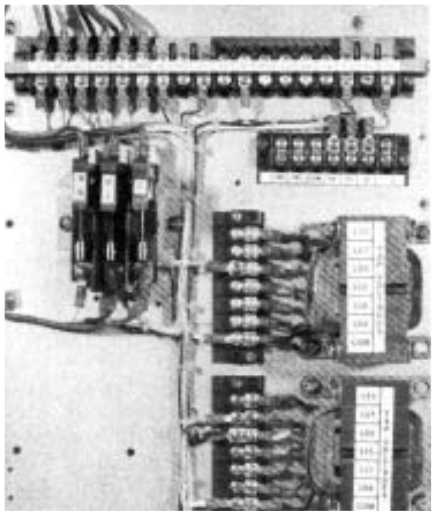

Figure 1-6.
3. The knife switches on the back panel should be set with the V_1 (potential switch) [and V_6 if present] open (pulled out), and the C (CT shorting switch) closed (pushed in). See Figure 1-6.
8. Close the SOURCE-LOAD (SL) disconnect switch. (Delta applications only).